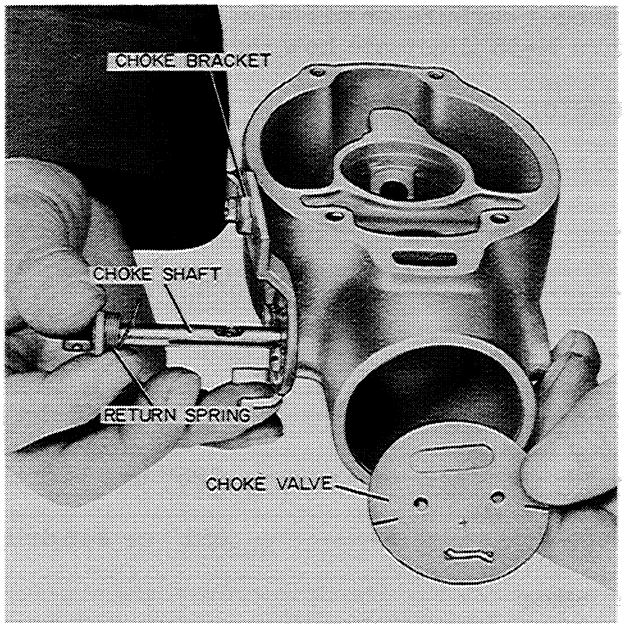

Figure N-22
14. Remove the two screws holding the choke bracket and remove the bracket and the choke shaft packing, Figure N-22.